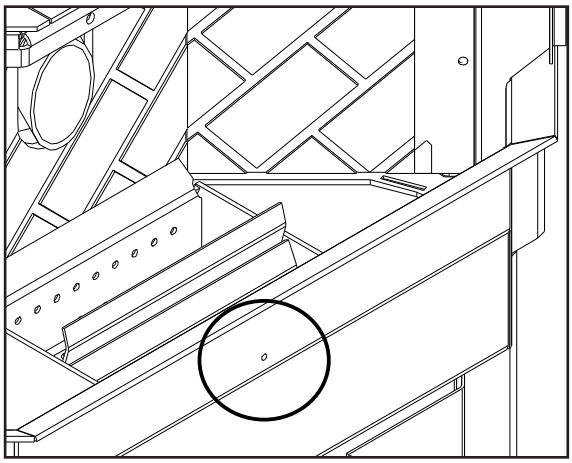

Figure 7: Hole for Pressure test with Magnehelic Gauge.
Taking a reading of vacuum pressure inside the firebox with a magnehelic gauge can be used to set the slider for best combustion. The slider damper should be set only on a hot stove (operating for thirty (30) minutes or more) by placing a Magnahelic Pressure Gauge in the firebox. The reading can be taken from the ⅛" (3 mm) hole located in the front of the firebox under the door (see Figure 7). **The best settings are a reading of approximately 0.13 inches of water column on the high fire setting. Some fuels may require higher or lower settings.**